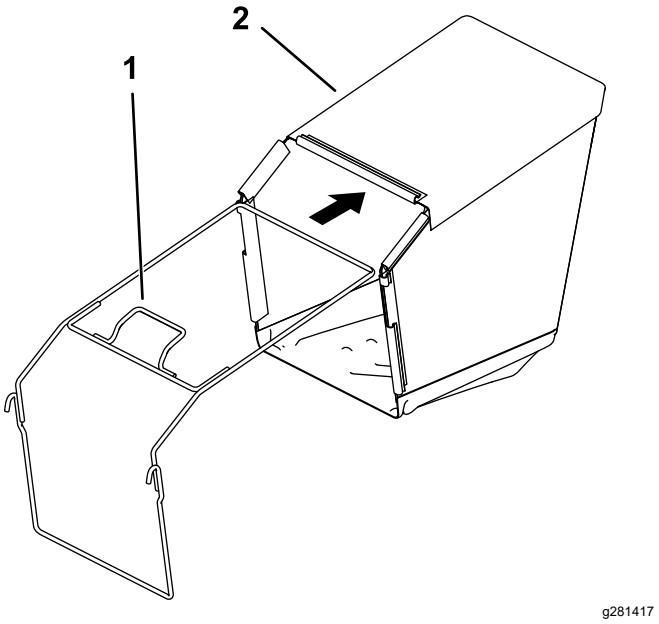

Figura 6
2. Inserite il telaio nel cesto di raccolta, tenendo la maniglia al di sopra del cesto (Figura 6).